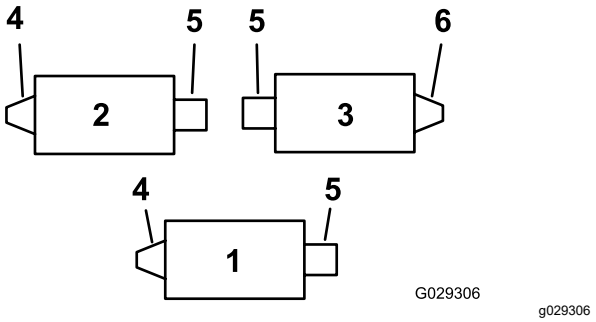
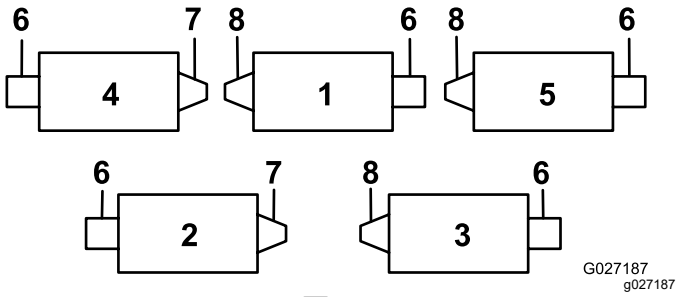
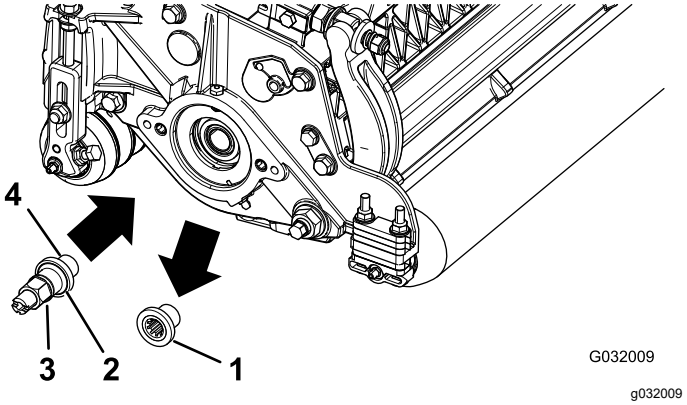
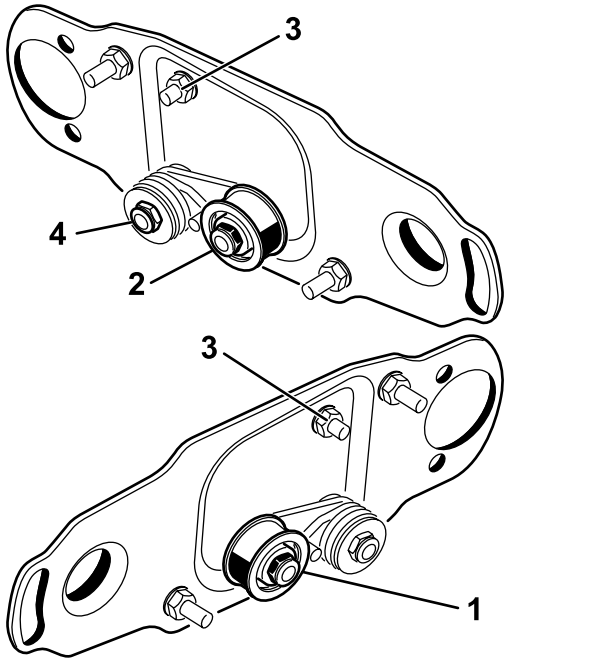

図 1
図 2
図 3
図 6
リールマスター3100-Dでは 図 1 を、リールマスター7000-Dでは 図 2 を見て、後ローラブラシとリールモータの位置を確認してください。
2. カッティングユニットについている後ローラブラシ駆動部用のねじ山付きインサート図 1と図 2を外して捨てる図 3。
注 左用インサートは、リールマスター 3100 では 1 番と 2 番のカッティングユニット図 1、7000 では 1 番と 3 番と 5 番のユニットです図 2。
4. 駆動シャフトのねじ山図 3にロッキングコンパウンドを塗り、駆動シャフトを取り付けてトルク締めする115-128 N·m12-13 kg.m = 85-95 ft-lb。
注 右側駆動カッティングユニットは、リールマスター 3100 では 3 番のカッティングユニット図 1、7000 では 2 番と 4 番のユニットです図 2。
右側駆動カッティングユニット図 1 と 図 2では、カッティングユニットの **右側** にアイドラプーリがくるよう、以下の手順で取り付け位置を変更してください図 6
1. カッティングユニットの左側からアイドラプーリ・アセンブリを取り外し、カッティングユニット右側にあるブラシプレートについている低い方の穴に取り付ける図 6。
2. キャリッジボルトとナットを外し、以前にアイドラプーリ・アセンブリが取り付けてあった上穴にこれらを移動させる図 6。